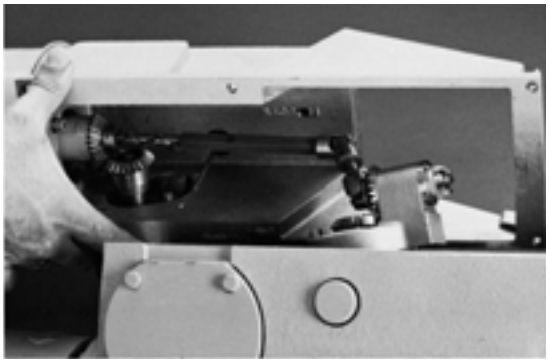

Figura 57
En bombas de control manual, la manivela está conectada al bloque oscilante de la bomba mediante cardanes y una articulación teléscópica deslizante (Figura 57). Al desmontar la tapa, deberá conservarse la relación entre las dos mitades de la articulación, ya que, en caso contrario, se afectará al calibrado de la bomba.
2. Asegúrese de que el indicador de la manivela se encuentre a cero. Eche la tapa a un lado, para poner a la vista el tubo cuadrado. A continuación, y mientras sostiene el tubo, mueva cuidadosamente la tapa hacia adelante, hasta engranar con el eje (Figura 57). Tubo y eje deberán reinstalarse con la misma orientación que tuvieran antes de desmontar la tapa.